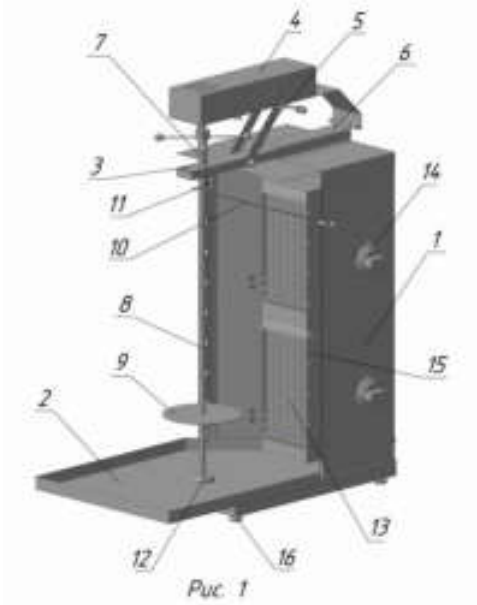

Рис. 1
Установка газовая шаурма-шашлычница представляет собой конструкцию коробчатой формы. Впереди на корпусе (1) см. рис. 1 установлены 2 газовые горелки (13) с электророзжигом и датчиком контроля пламени. С боков корпуса установлены направляющие для горизонтальных шампуров (15). Краны газовые (14) расположены на правом боку корпуса.
Внизу на корпусе установлен герметичный поддон (2), для стекания жира и сбора отрезанных кусочков мяса. Изделие установлено на регулируемые опоры. Основные части установки газовой шаурма-шашлычницы изображены на рис. 1.